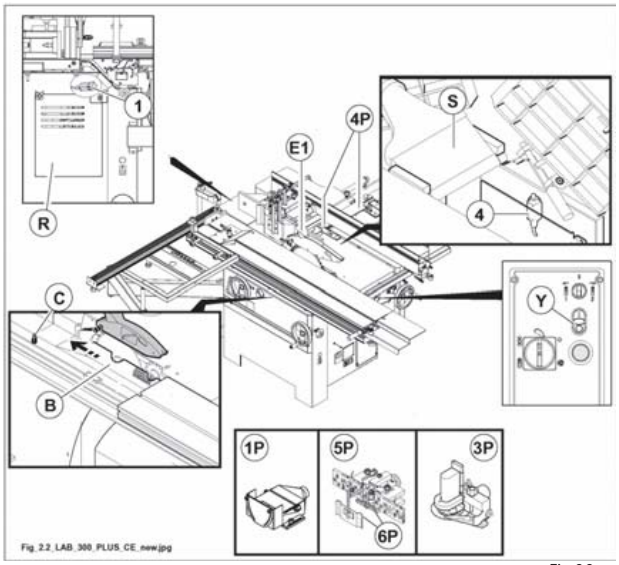

Fig. 2.2
2.2 Disposizione e descrizione dei dispositivi di sicurezza (Fig. 2.2) 4
2.2 DISPOSIZIONE E DESCRIZIONE DEI DISPOSITIVI DI SICUREZZA (FIG. 2.2)